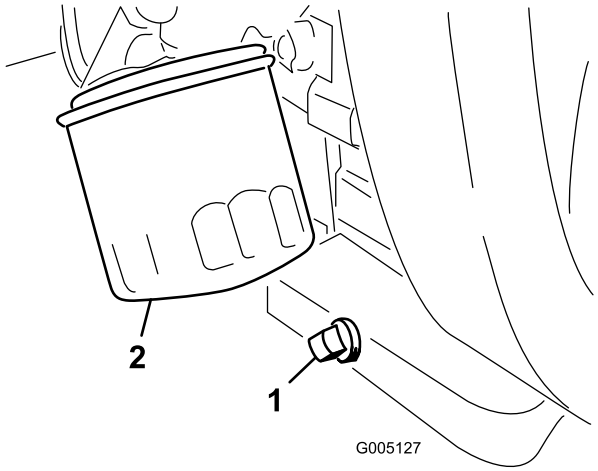

**Figuur 43**
1. Verwijder de aftapplug (Figuur 43) en laat de olie in een opvangbak lopen. Als er geen olie meer naar buiten stroomt, plaatst u de aftapplug terug.
2. Verwijder het oliefilter (Figuur 43). Smeer een dun laagje schone olie op de pakking van het filter.